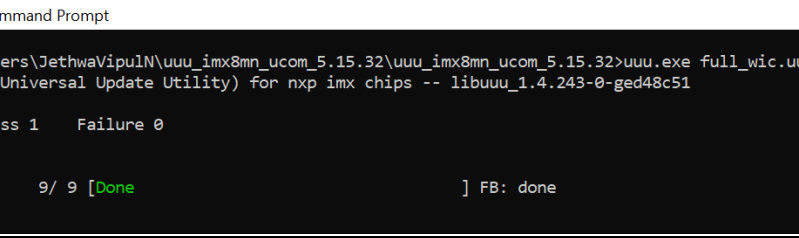

Figure 25 Programing full image using UUU Tool
10. Use the following command to download the full image (see Figure 25):